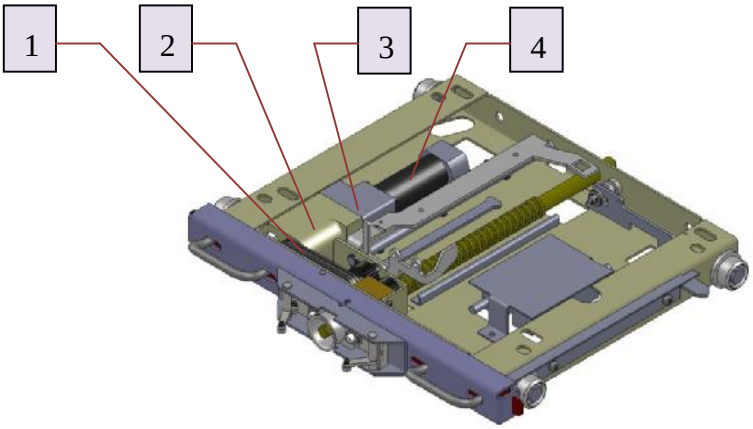

Рис. 6 Тележка аппаратная моторизованная:
Тележка аппаратная моторизованная (рис. 6) состоит из электродвигателя (4), редуктора (3), муфты (2) и цепной передачи (1).